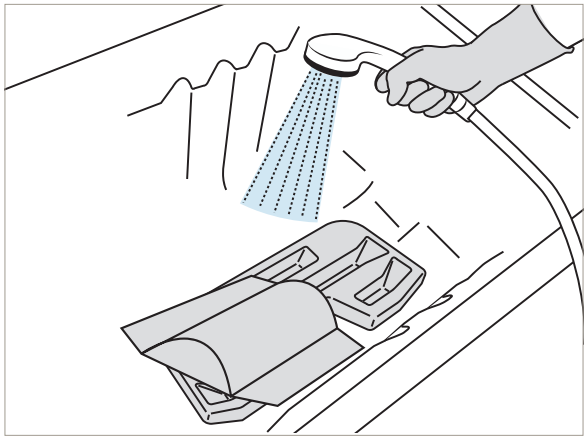

Abbildung 76
35. Spülen Sie alle internen Teile mit viel (ungefähr 25 °C (77 °F) warmen) Wasser ab, wobei Sie mit dem Duschgriff alle Desinfektionsmittelrückstände entfernen. Siehe Abbildung 76.